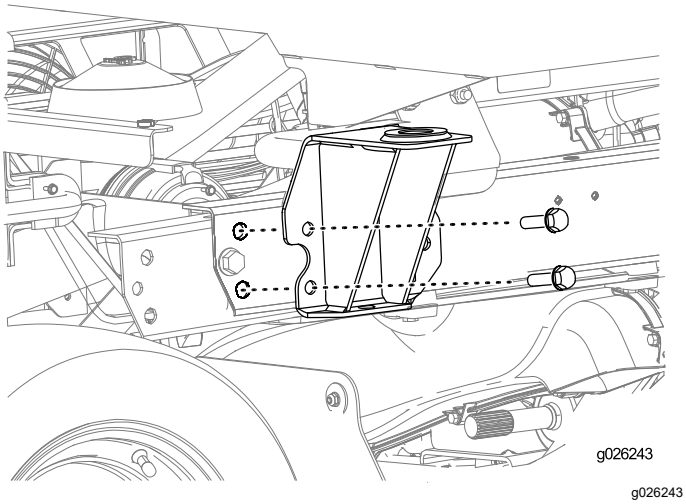

Figur 25
1. Montera de bakre fästena på maskinen (Figur 25) med hjälp av delarna som togs bort från vältskyddet i Demontera vältskyddet (sida 5).